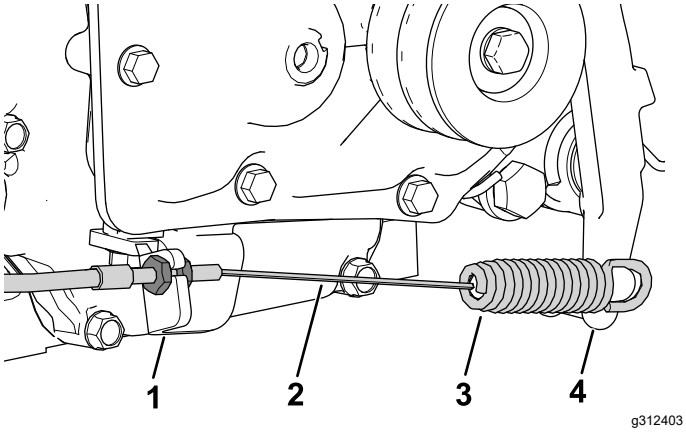

Figura 5
5. Montate il cavo della frizione sulla piastra della frizione (Figura 5).
6. Montate l'estremità della molla del cavo della frizione sulla leva della frizione (Figura 5).